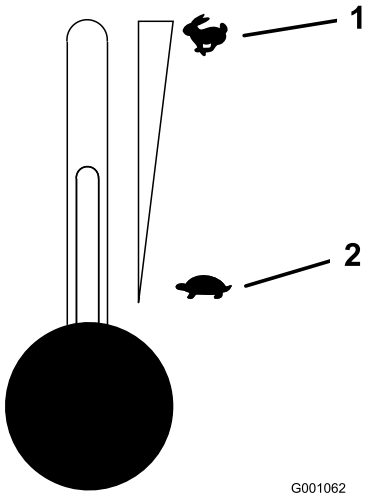

Figura 13
5. Mueva la palanca del acelerador a la posición central (Figura 13).
2. Ponga la palanca del acelerador en un punto intermedio entre las posiciones lento y rápido (Figura 13).